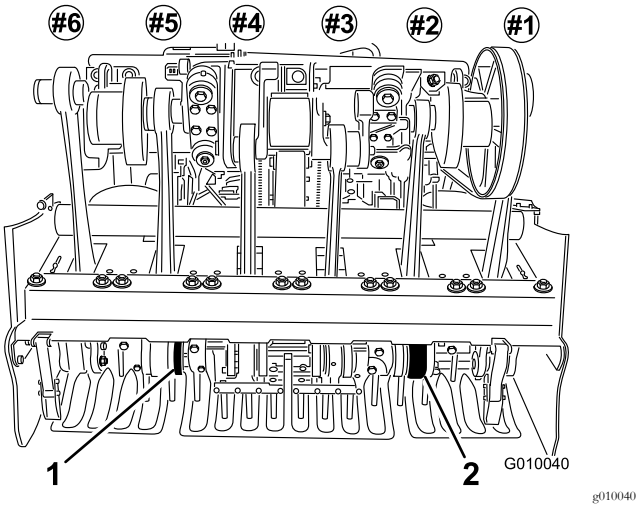

Figuur 25
6. Monteer de tanden in de houders 2 en 5 (Figuur 25). Draai de bouten vast.